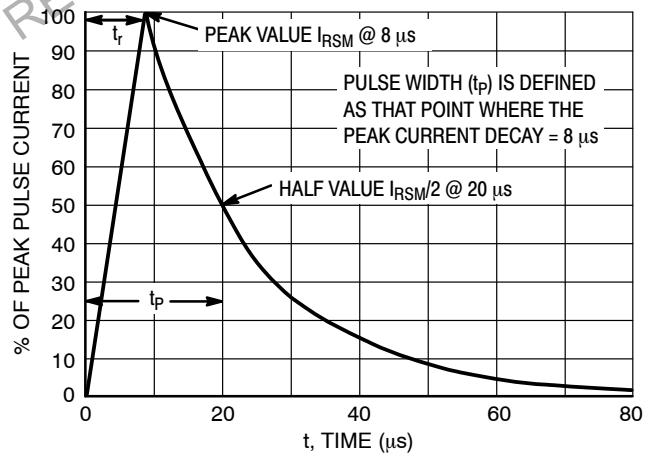

Figure 10. 8 x 20 μs Pulse Waveform
2. Non−repetitive current pulse at T_A = 25°C, per IEC61000−4−5 waveform, See Figure 10.